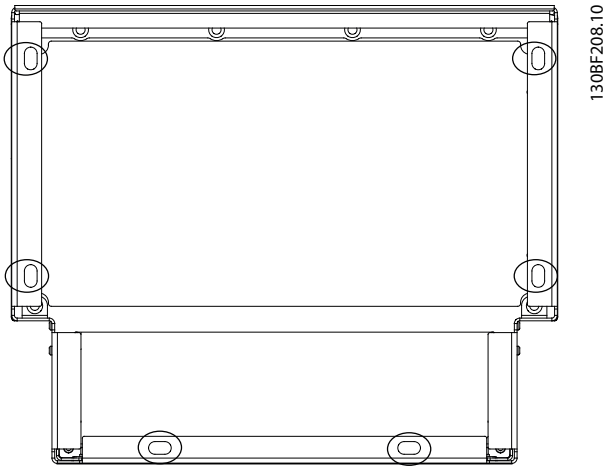

図 4.3 台座からフロアへの取り付けポイント
3. フロアに台座を設置して、取付穴に 6 つのボルトを使用して固定します。*図 4.3*の丸で囲った部分をご参照ください。